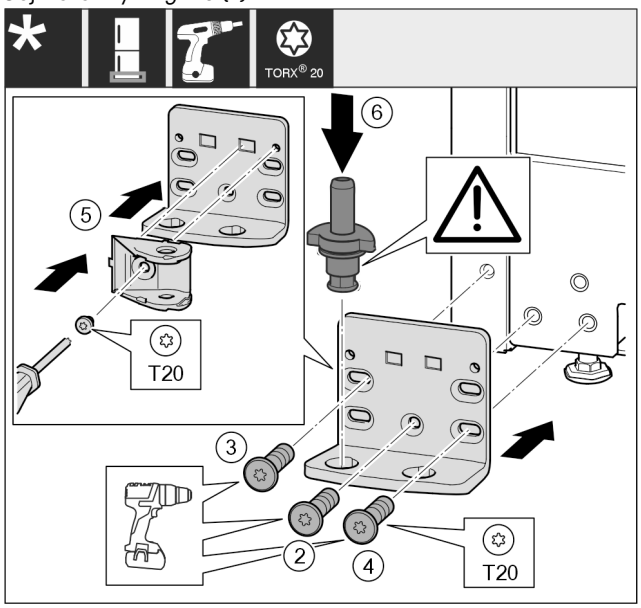

Fig. 24
▶ Nasaďte stojan ložiska na druhé straně a přišroubujte pomocí šroubováku. Začněte šroubem *Fig. 24 (2)* dole uprostřed.
▶ Utáhněte šroub *Fig. 24 (3)* a šroub *Fig. 24 (4)*.
▶ Spojení tlumiče zavírání *Fig. 24 (5)* otočte o 180°. Šroubovákem přišroubujte na druhé straně stojanu ložiska.
▶ Zcela vložte ložiskový čep *Fig. 24 (6)*. Přitom dávejte pozor, aby zajišťovací vačka směřovala dozadu.